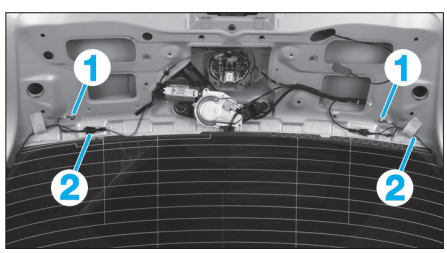

FIG. 12
• Déposer les vis (1), puis dégager les fils du dégivrage (2) **(Fig.12)**.